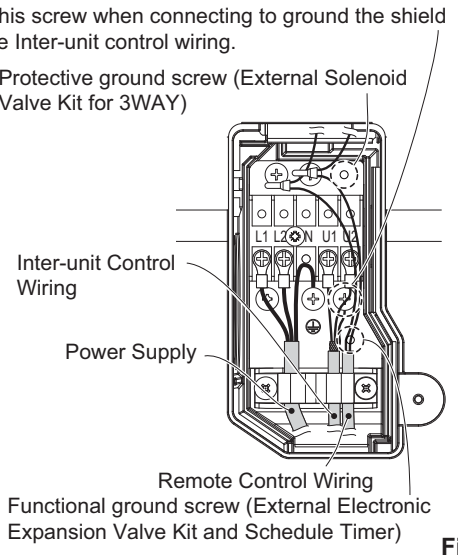

Fig. 2-219
(4) Route the inter-unit wiring from the back of the indoor unit and pull it toward the front for connection. (Fig. 2-219)
(5) Connect the inter-unit wiring to the corresponding terminals on the terminal plate (Fig. 2-219) while referring to the wiring diagram.